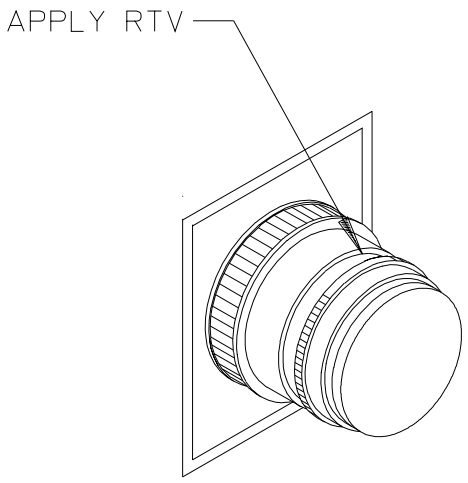

FIGURE 4-18. Applying RTV to Camera Lens
5) Apply RTV at the point indicated in Figure 4-18 to secure the lens in position.